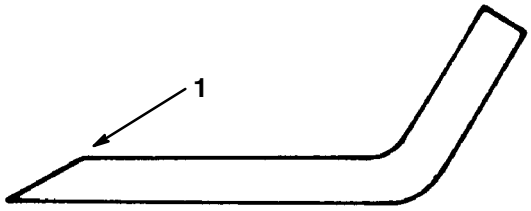

Abbildung 19
1. Die Schneidkante an beiden Enden des Schnittmessers mit einer Feile schärfen (Abb. 19). Den ursprünglichen Winkel beibehalten. Das Schnittmesser behält seine Auswuchtung bei, wenn von beiden Schneidkanten die gleiche Materialmenge entfernt wird.